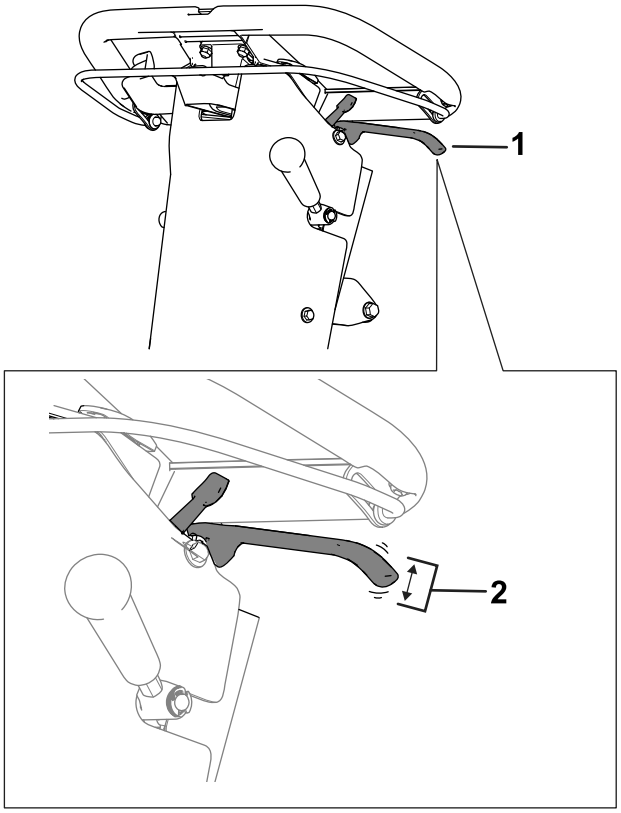

Rysunek 34
2. Zmierz luz na końcu dźwigni hamulca postojowego (Rysunek 34).